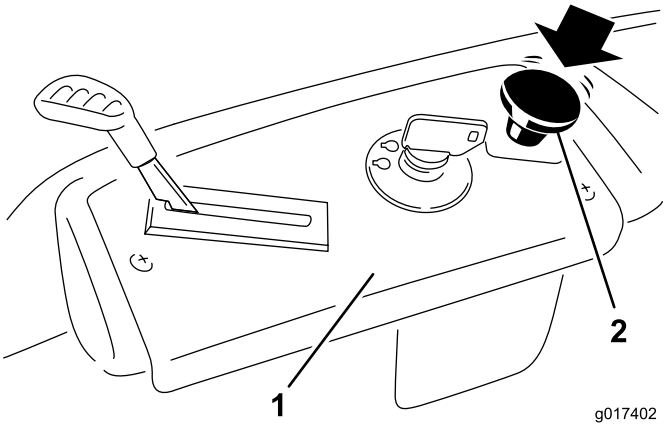

Figur 15
Dra ned knivreglaget och för det till det avstängda läget och koppla därefter ur knivarna (Figur 15).
1. Koppla ur knivarna genom att ställa in knivreglaget på Av (Figur 15).